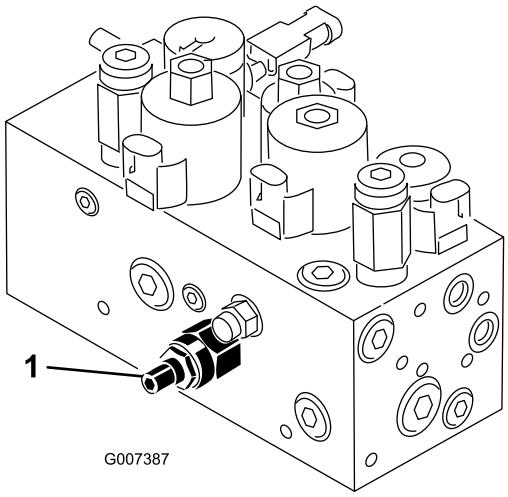

Figur 55
Klippenhetens lyft-/sänkkrets är utrustad med en flödesregleringsventil (Figur 55). Denna ventil är förinställd på fabriken där den har öppnats cirka tre varv. En justering kan dock behövas för att kompensera för olika hydrauloljetemperaturer, klipphastigheter etc. Om så är fallet görs justeringen på följande sätt:
1. Höj sätet och lokalisera flödesreglerventilen för mittdragramen (Figur 55) som sitter på sidan av hydraulgrenröret.